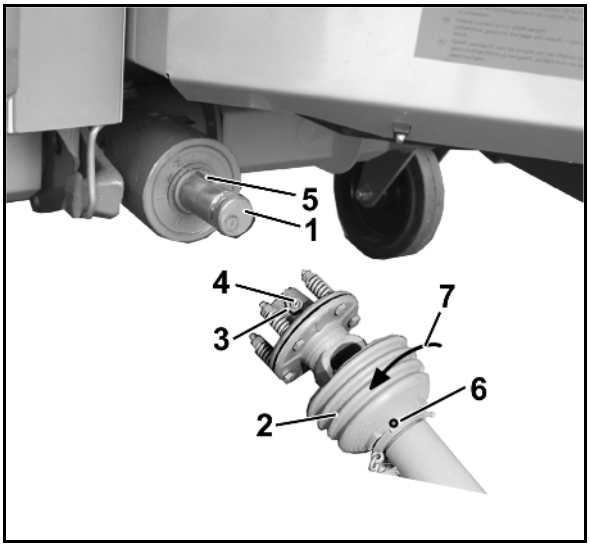

**Rys. 36**
2. Oczyścić wałek atakujący przekładni (Rys. 36/1).
4. Wykręcić śrubę blokującą (Rys. 36/6).
5. Lejek ochronny (Rys. 36/2) obrócić do pozycji montażowej (Rys. 36/7).
7. Zluzować nakrętkę kontrującą (Rys. 36/3) w widełkach łączących sprzęgła ciernego (aż gwintowany sworzeń nie będzie wystawał poza nakrętkę kontrującą), wykręcić śrubę o wewnętrznym sześciokącie (Rys. 36/4) i sprawdzić, czy widełki łączące dają się lekko nasuwać na wałek przekładni.
> Zwrócić uwagę na pełne pokrycie klina (Rys. 36/5)!
9. Zabezpieczyć wałek przegubowy przed przesuwaniem osiowym. W tym celu mocno dociągnąć śrubę inbusową i zakontrować nakrętką (Rys. 36/3).
2. Zluzować nakrętkę kontrującą (Rys. 36/3) w widełkach łączących sprzęgła ciernego. Wykręcić gwintowany kołek (Rys. 36/4).